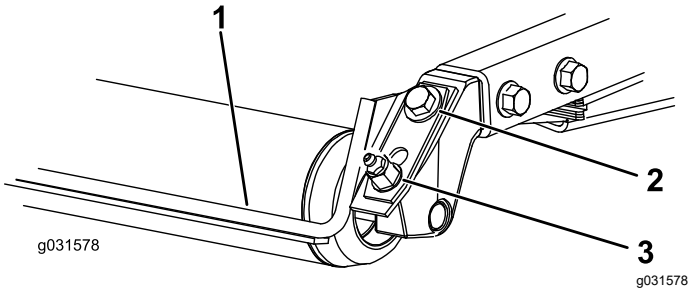

Figura 20
1. Desaperte o bocal de lubrificação e o parafuso de fixação (Figura 20).